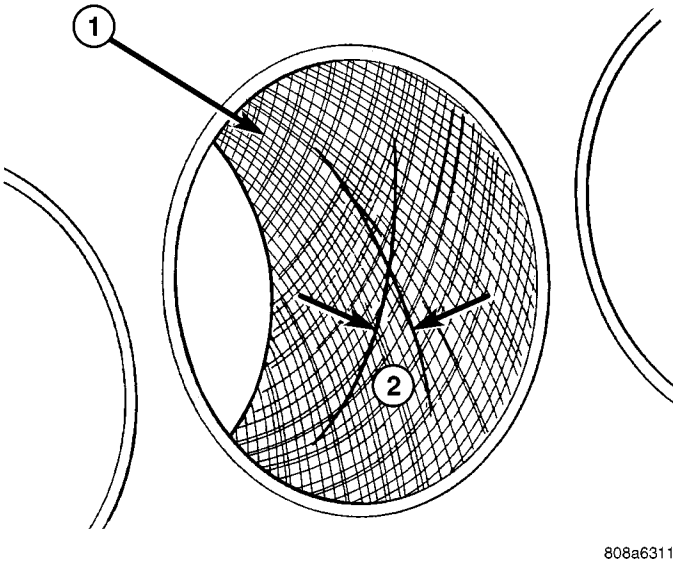

Fig. 41 Cylinder Bore Cross-Hatch Pattern
(1) Used carefully, the cylinder bore resizing hone, recommended tool C-823 or equivalent, equipped with 220 grit stones, is the best tool for this honing procedure. In addition to deglazing, it will reduce taper and out-of-round as well as removing light scuffing, scoring or scratches. Usually a few strokes will clean up a bore and maintain the required limits.
(2) Deglazing of the cylinder walls may be done using a cylinder surfacing hone, recommended tool C-3501 or equivalent, equipped with 280 grit stones, if the cylinder bore is straight and round. 20–60 strokes depending on the bore condition, will be sufficient to provide a satisfactory surface. Use a light honing oil. **Do not use engine or transmission oil, mineral spirits or kerosene.** Inspect cylinder walls after each 20 strokes.
(3) Honing should be done by moving the hone up and down fast enough to get a cross-hatch pattern. When hone marks **intersect** at 40-60 degrees, the cross hatch angle is most satisfactory for proper seating of rings (Fig. 41).